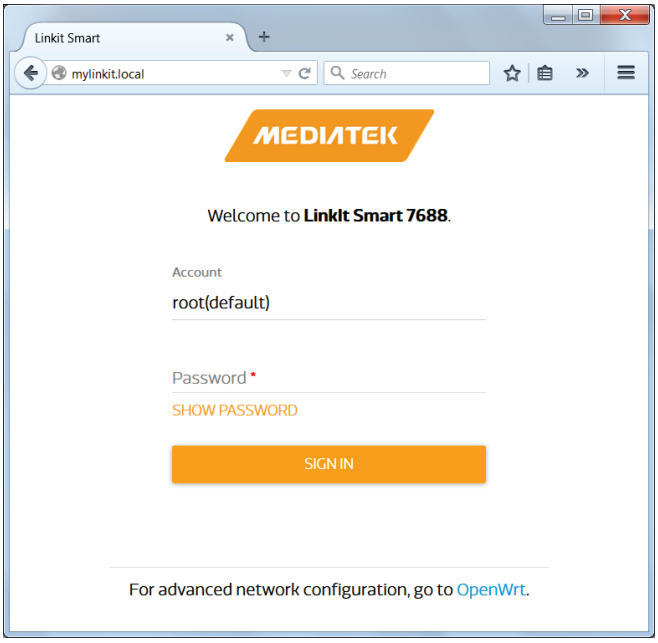

Figure 13 LinkIt Smart 7688 Web UI Sign In
3) Open a web browser and type **http://myLinkIt .local** in the URL box. The Web UI page opens as shown in Figure 13.